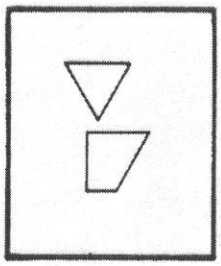
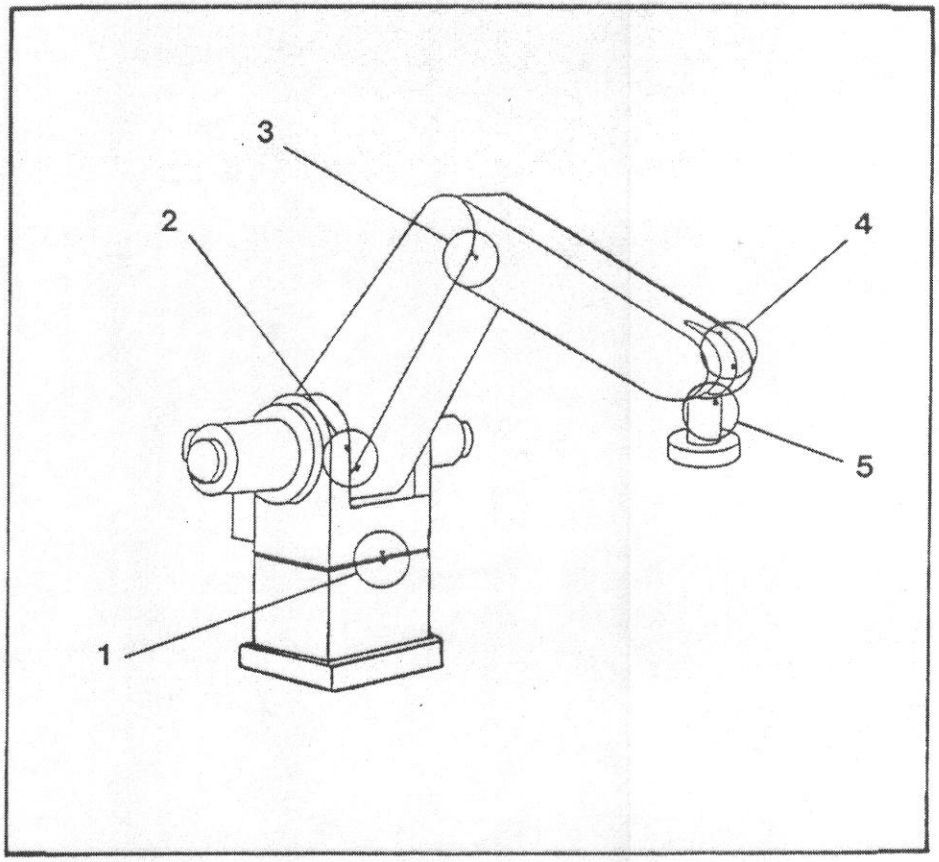
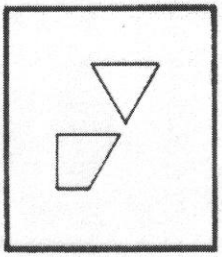

Figure 5-1 Homing Marks - Setup Position
Figure 5-2 Locations of Homing Marks on robot arm
Figure 5-3 Homing Marks - Home Position
2. Starting with Joint #1, move all five joints to the homing mark positions shown in Figure 5-2. Position each joint such that the homing marks are as shown in Figure 5-1 (arrow point is within the homing range).
5. The controller will move each joint into the home position and display on your screen the status of each joint homing. If a error occurs in any of the joints return to step (1) and repeat complete procedure. If a error occurs in three (3) consecutive attempts contact your local distributor or CRS Plus.
6. Visually inspect each homing marker. Markers should point directly at each other as shown in Figure 5-3. If the arm did not home correctly return to step (1) and repeat complete procedure.